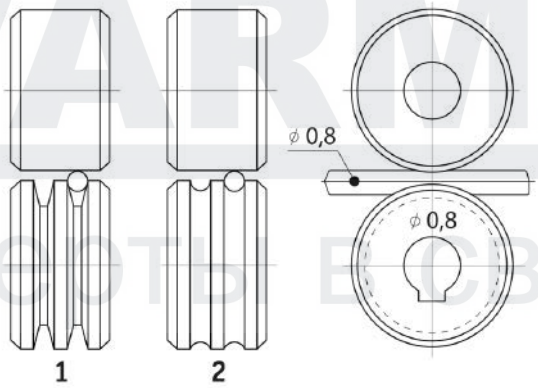

Рис. 9.6.1. Выбор подающего ролика.
- Форма канавки соответствует типу сварочной проволоки (См. рис. 9.6.1).